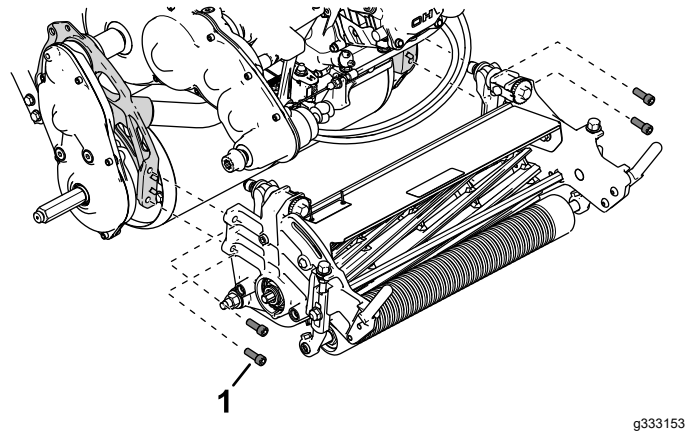

Figur 49
4. Avlägsna insexskruvarna som fäster klippenheten på ramen (Figur 49).